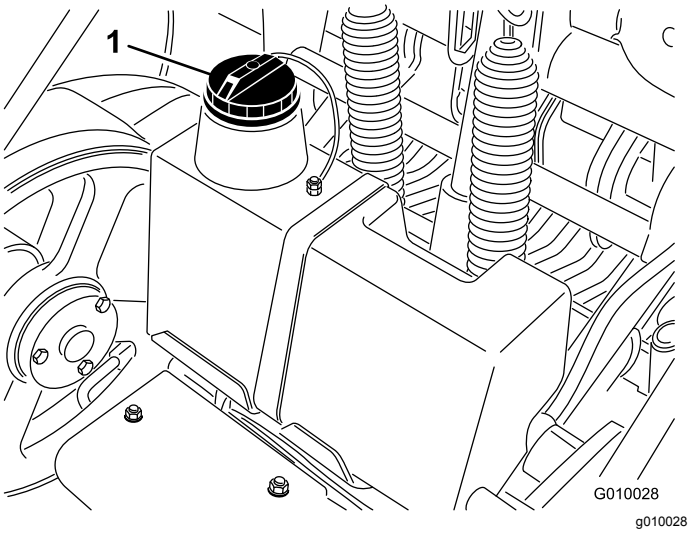

Figur 19
3. Gör rent omkring påfyllningsröret och hydraultanklocket (Figur 19). Skruva av tanklocket på påfyllningsröret.